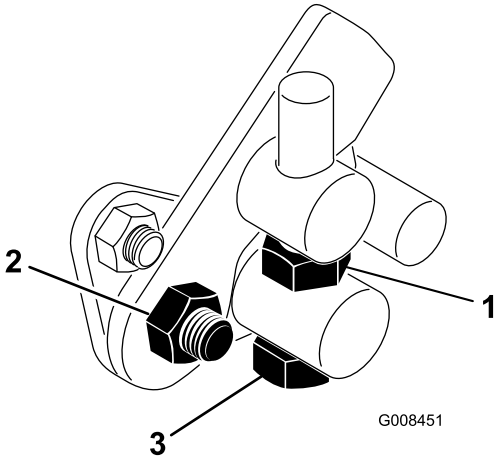

Figur 44
1. Løsne låsemutteren på vuggetappbolten (Figur 44).
4. Stram låsemutteren på vuggetappbolten og mutteren på pedaltappen for å låse justeringen (Figur 44). Sjekk justeringen, og juster etter behov.